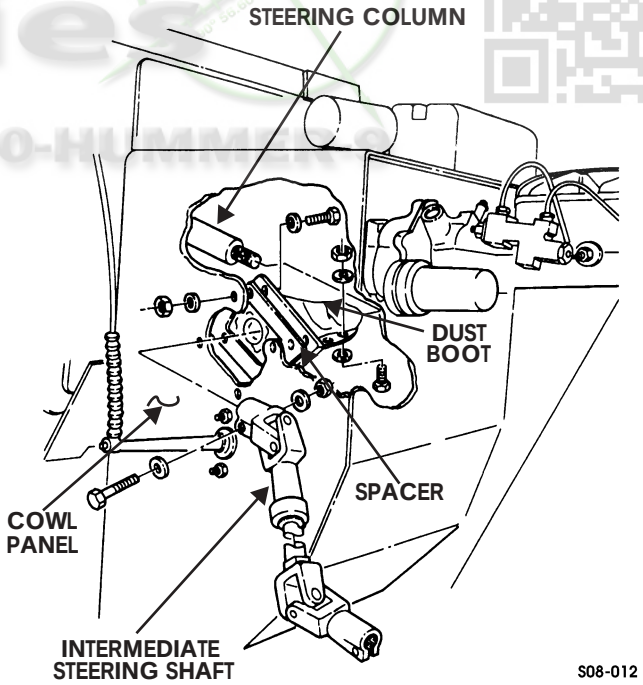

Figure 8-21: Intermediate Steering Shaft Dust Boot
2. Remove three nuts, six washers, and three screws from dust boot (Figure 8-21).
1. Install spacer and dust boot on cowl panel with four screws, eight washers, and four locknuts. Tighten locknuts to 60 lb-ft (81 N•m) (Figure 8-21).